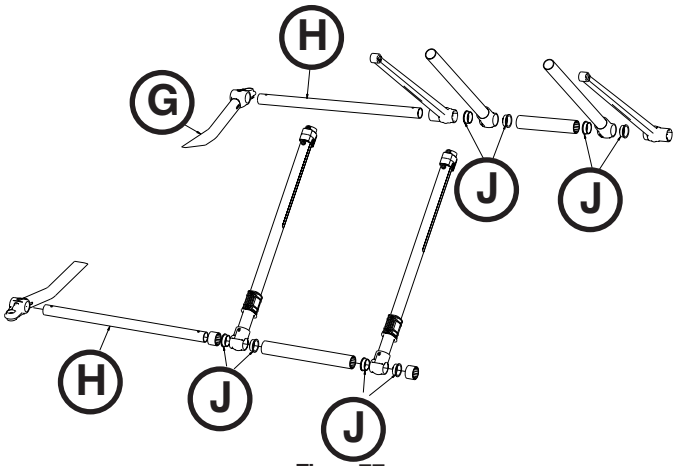

Figur 77
6. Fjern svejsekonstruktionen på bundrammens udvendige rør (G) på den side, der er beskadiget. Lad den modsatte side blive siddende, så den støtter X-rammen (Figur 77).
7. Skub hjulrørene (H) gennem X-rammens ben for at løsne X-rammen (Figur 77).
8. Fjern det indvendige rør og gem bøsningerne (J), som skal genbruges med det nye rør (Figur 77).